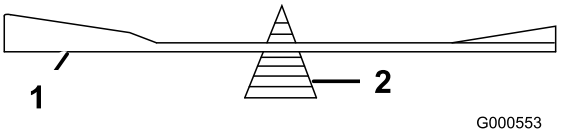

Figur 59
2. Kontrollera knivens balans med en knivbalanserare (Figur 59).